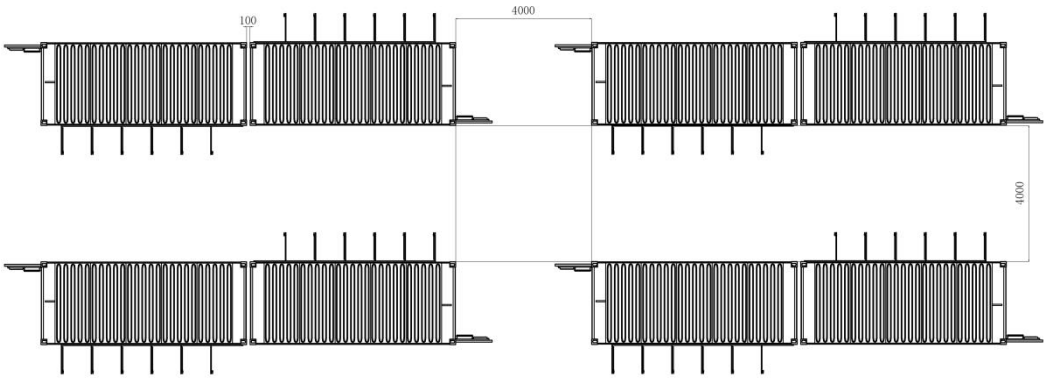

Figure 5-9 Schematic diagram of distance requirements between battery containers (back-to-back plan for A or B container)
- The distance requirements between battery containers (back-to-back plan for A or B containers): the distance between long sides should not be less than 4m, and the distance between short sides (not less than 4m for heat dissipation surfaces and not less than 100mm for non-heat dissipation surfaces), as shown in FIGURE 5-9.